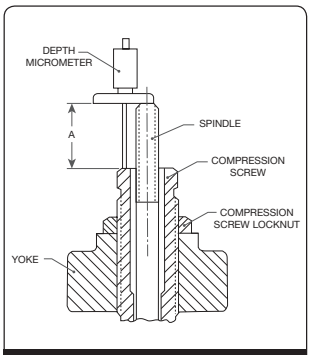

Figure 16
26. Refer to Figure 16 and establish Dimension A to that previously recorded in Section XI.B.4 of "Disassembly".